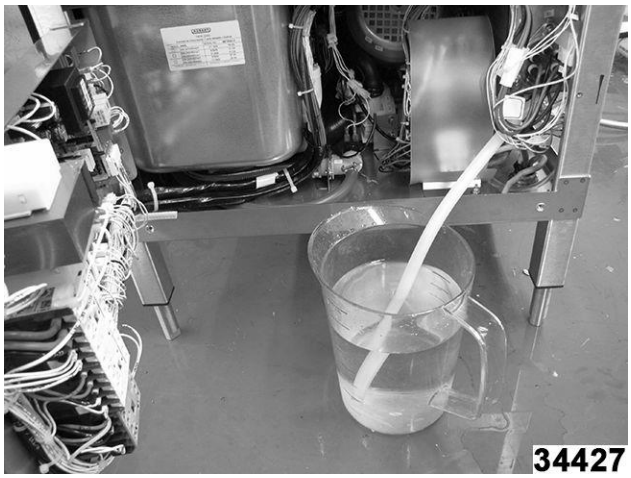

Fig. 88
- Con cuidado, baje la manguera de drenaje al contenedor y deje que se vacíe el tanque del sobrecalentador. Fig. 88